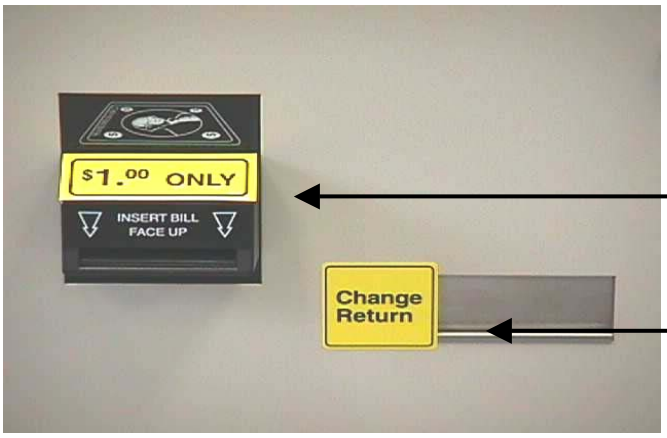

FIGURE 36
6.13.3 Attach the ‘Coin Return’ Decal to the left of the coin return. If a bill acceptor is installed, attach the ‘$1.00 Only’ Decal to the top of the bill acceptor. (see figure 36)